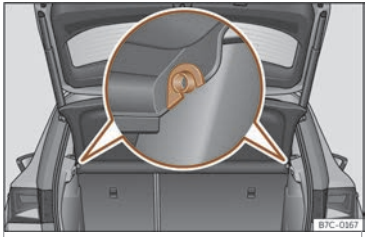

Fig. 107 No maleteiro:desmontar e montar a bandexa.
- Desencaixe a bandexa dos soportes laterais››› **fig. 107** puxando da mesma cara arriba e extraia a bandexa.
- Introduza a bandexa horizontalmente facendo coincidir a “ferradura” sobre o eixe dos soportes››› **fig. 107**, e prema cara abaixo ata que encaixe.